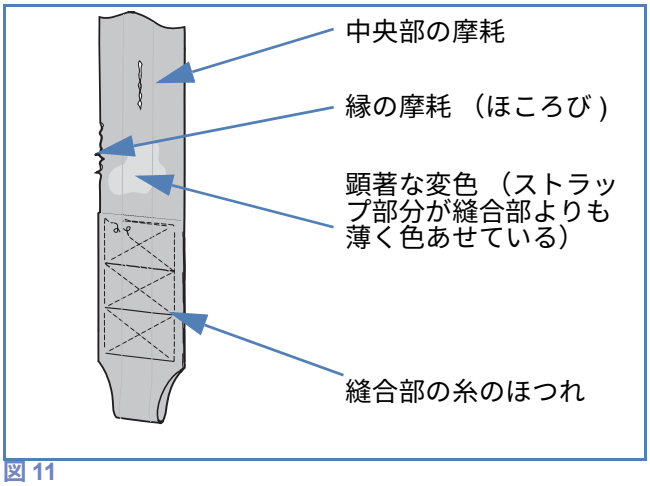

図 11
- 図 11 に示すとおり、摩耗または変色の兆候の有無を確認してください。